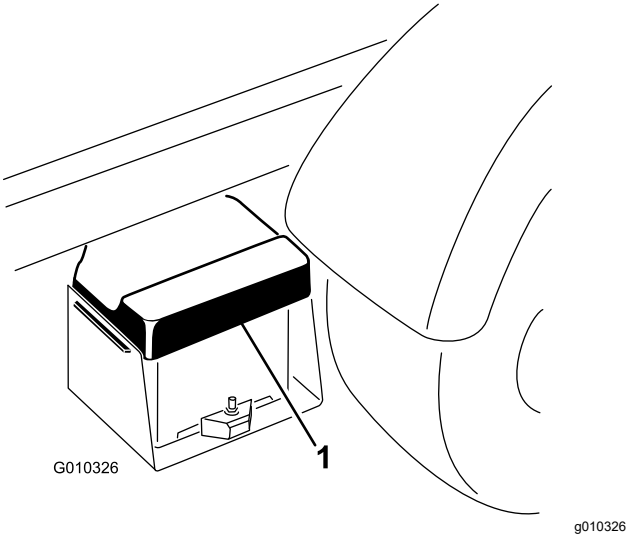

Figur 42
1. Klem på batteridækslet for at løsne tapperne fra batteribundpladen, og fjern batteridækslet fra batteribundpladen (Figur 42).